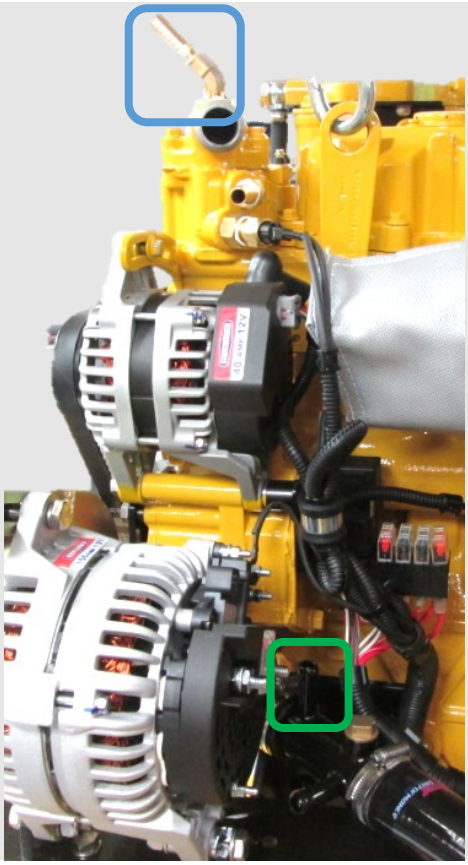

Figure 15: Header Tank Connections
- The connections for the Header Tank are shown on (**Figure 15**)